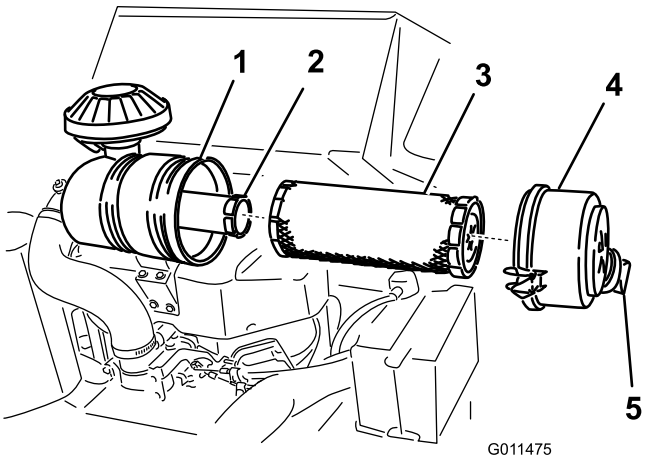

Rysunek 33
3. Zwolnij zatrzaski znajdujące się na filtrze powietrza i zdejmij pokrywę filtra powietrza z obudowy (Rysunek 33).
1. Delikatnie wysuń główny filtr powietrza z obudowy (Rysunek 33). Nie wytrzepuj filtra o ścianki obudowy.
4. Gdy wymieniasz filtr zabezpieczający, ostrożnie wsuwaj nowy filtr do obudowy (Rysunek 33).
5. Ostrożnie wsuń filtr główny na filtr zabezpieczający (Rysunek 33). Upewnij się, że został mocno osadzony, naciskając zewnętrzną krawędź filtra podczas montażu.
6. Zamontuj osłonę filtra powietrza wraz z osłoną przeciwpyłową, skierowaną jak pokazano na Rysunek 33 i zamocuj zatrzaski.